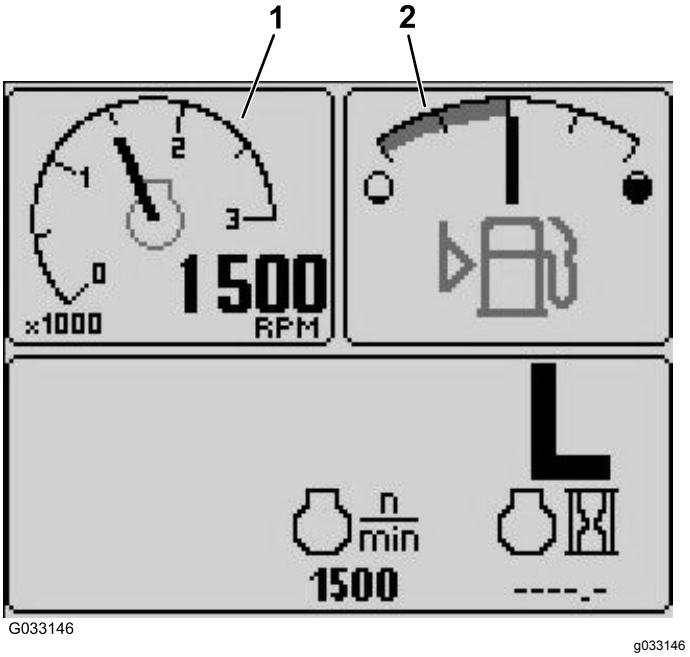

**Figur 16**
- Varvräknare – övre, vänstra skärmen Figur 16
- Bränslenivåindikator – övre, högra skärmen (Figur 16)
På den här displayen visas bränslenivån i tanken (Figur 16).
På den här displayen visas motorns hastighet i varv per minut (Figur 16).